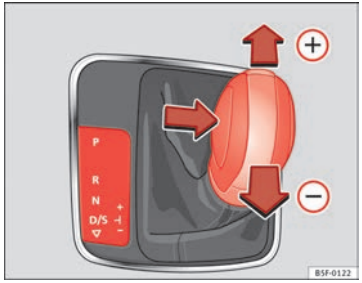

Fig. 123 Centre console: changing gear with Tiptronic
– Move the selector lever forwards (+) to select a higher gear ⇒ Fig. 123.